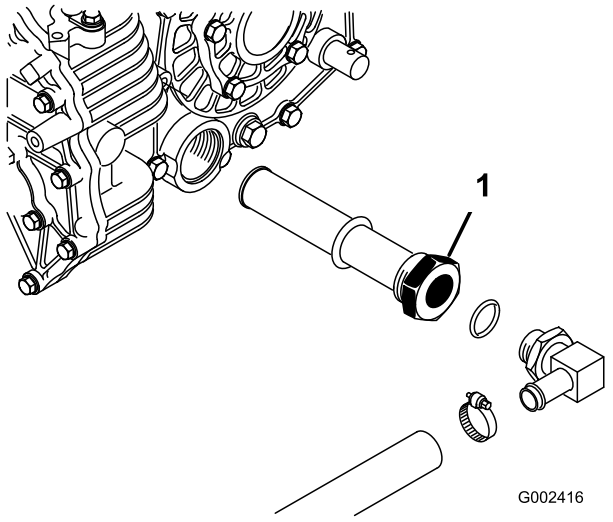

Figur 73
3. Merk deg retningen på den hydrauliske slangen og 90°-vinkelrøret på sugefilteret på siden av beholderen (Figur 73). Fjern den hydrauliske slangen og 90°-vinkelrøret.